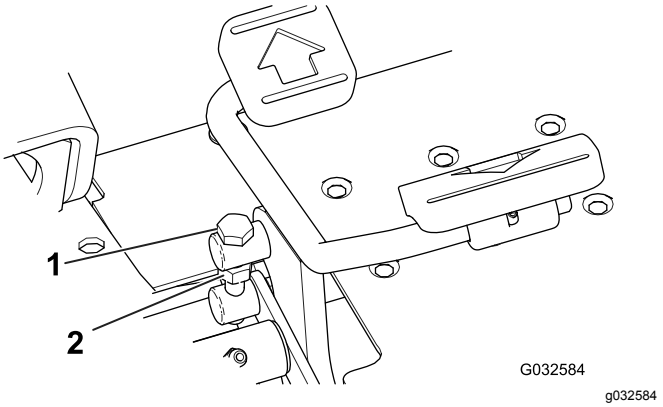

Figur 49
1. Lossa kontramuttern på justeringsbulten som sitter på sidan av gaspedalen (Figur 49).